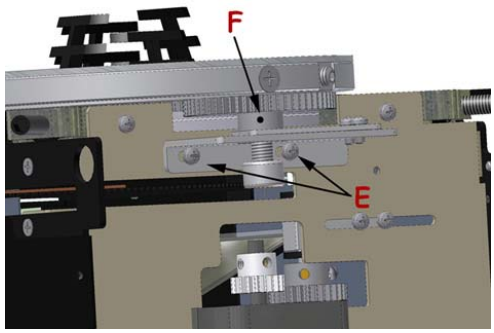

Fig. 3
- Fasten the two screws **D**, see ***Fig. 3***.
- Fasten screws **E**, see ***Fig. 3***.